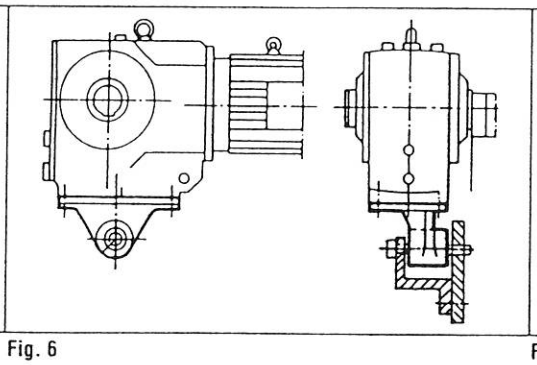

Fig. 6
- helical-bevel gear units as shown in Fig. 6 (support the bushing on both sides as shown)